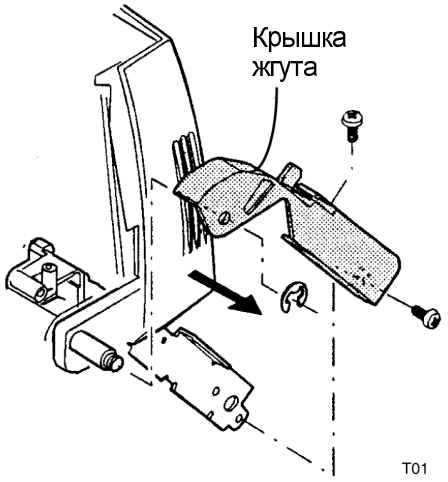

Рисунок 1 Снятие крышки жгута
2. (Рисунок 1): Отверните два винта, снимите стопорное кольцо и крышку жгута.